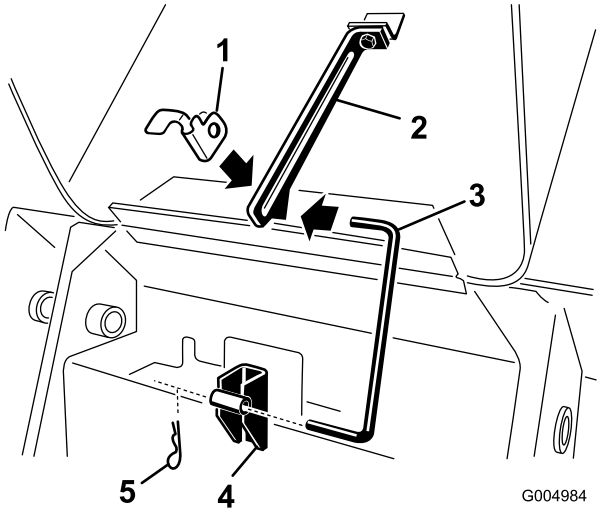

Figur 40
3. Dra ut hårnålssprinten från den nedre änden på huvens stötta och dra ut stöttan ur fästkonsolerna och fliken för stöttan (Figur 40).
7. Montera stöttan i fästkonsolerna och fliken för stöttan och säkra den med hårnålssprinten (Figur 40).